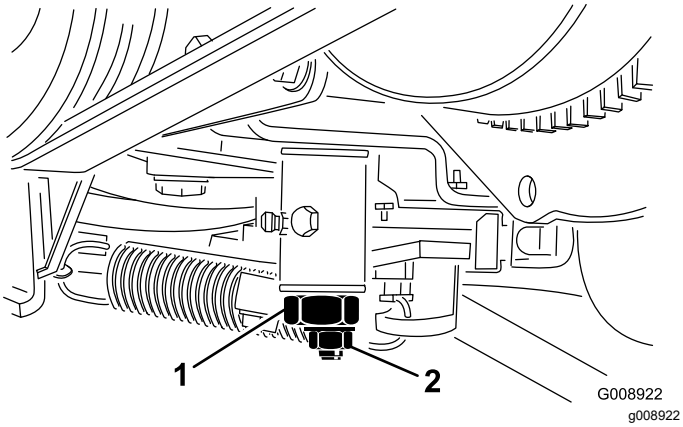

Figur 57
3. Lossa låsmuttern på hjuldrivningens justeringskam (Figur 57).